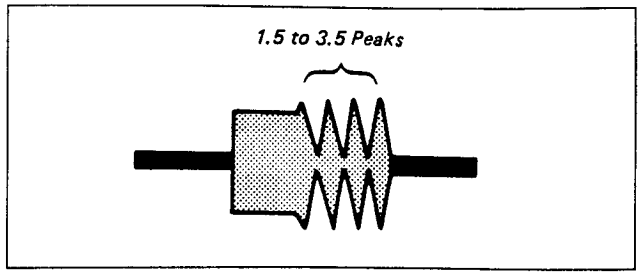

Fig. 7-74.
2) Check that the RF waveform on the exit side has 1.5 to 3.5 peaks. If not, readjust as follows: (See Fig. 7-74.)
i) Rotate the lock screw ❶ counterclockwise to loosen.